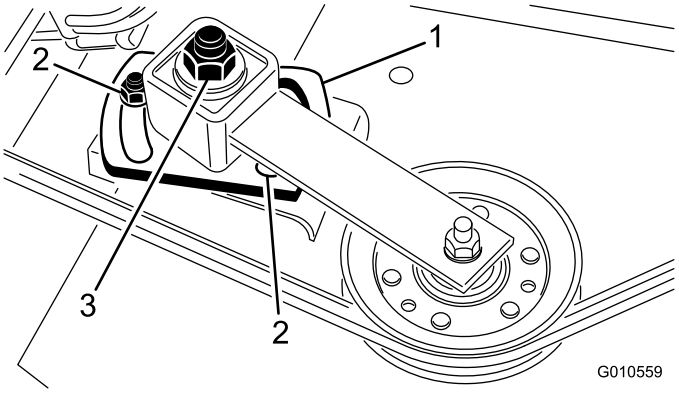

Figuur 28
3. Draai de 2 moeren los waarmee de plaat van de spanpoelie is bevestigd. Gebruik een inbussleutel en een momentsleutel en draai de stelmoer van de spanpoelie vast met 24-41 Nm (Figuur 28).